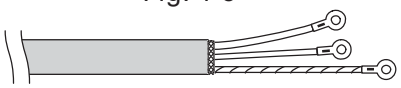

Fig. 1-6
(4) Attach ring pressure terminals to the signal wires and the shield wires insulated in Step (2). (Fig. 1-6)